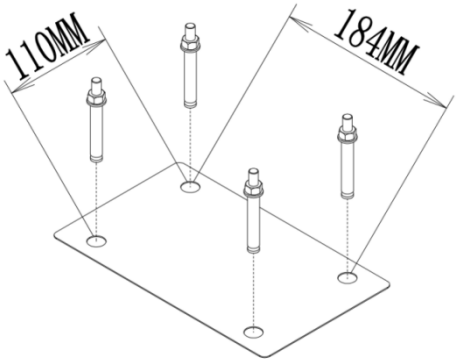

Figure 2-1
2) Drive four expansion bolts into the positioning soft tapes, as shown in figure 2-1